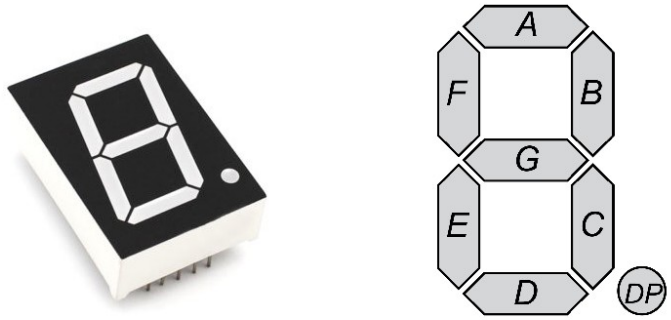
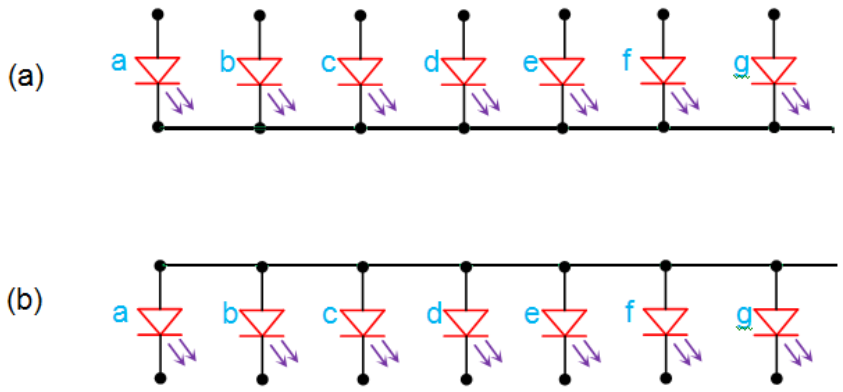

Fig. 1: display de 7 segmentos (izq.), identificación de segmentos (der.)
Fig. 2: circuitos para “cátodo común” (a) y “ánodo común” (b).
En la fig. 1 se muestra un display de este tipo donde se observa que posee 7 segmentos LED (de ahí su nombre) los cuales pueden activarse individualmente utilizando una entrada para cada uno. Los segmentos se identifican con las letras A, B,C D, E, F y G. También existe una entrada para encender un punto (DP). Existen dos tipos de display: en los denominados “ánodo común” los LED de todos los segmentos comparten una conexión común a través del ánodo mientras que en los de “cátodo común” se comparten como conexión común el cátodo, en ese caso el punto (DP) tambien estáconectado de la misma forma que se muestra en la Fig. 2.